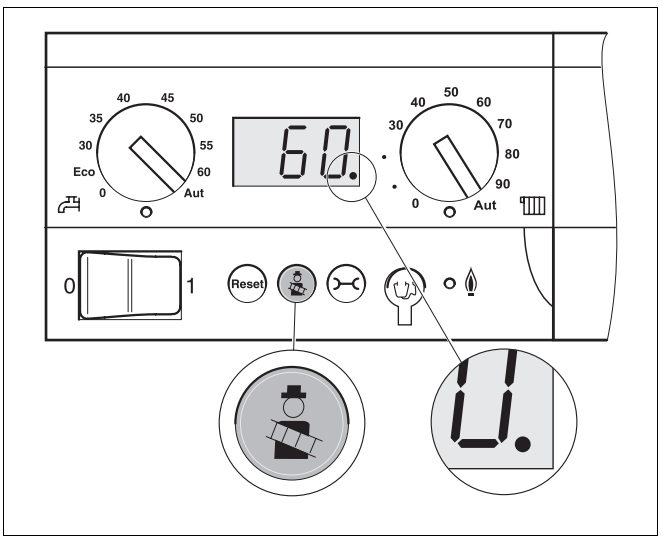

Bild 38 Basiscontroller Logamatic BC10
- Abgastest am Basiscontroller Logamatic BC10 aufrufen, hierzu Taste „Abgastest“ solange drücken, bis der Dezimalpunkt in der Statusanzeige erscheint (Bild 38).